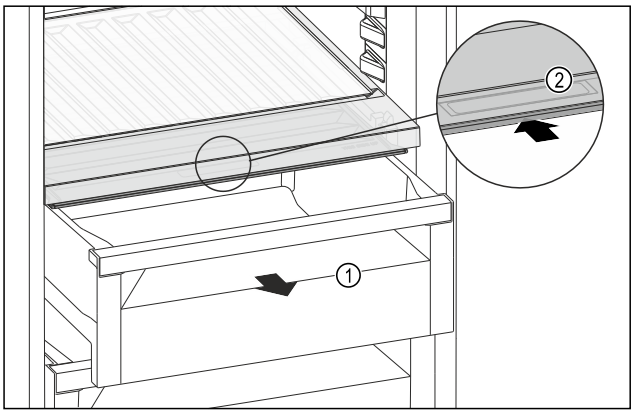

*Fig. 128*
▶ Extrageți sertarul *Fig. 128 (1)*.
▶ Prindeți mânerul încastrat *Fig. 128 (2)* de la capacul compartimentului și glisați concomitent capacul compartimentului spre partea posterioară.